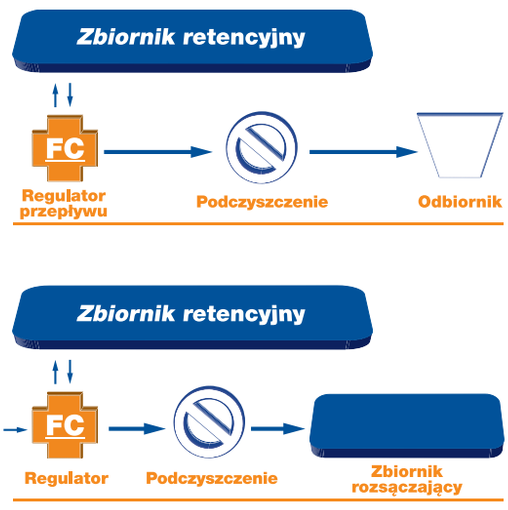

Rys. 2.
- ograniczenie przepływu za systemem retencyjnym (rys. 2), włączonym do sieci kanalizacji deszczowej lub do systemu rozsączajacego